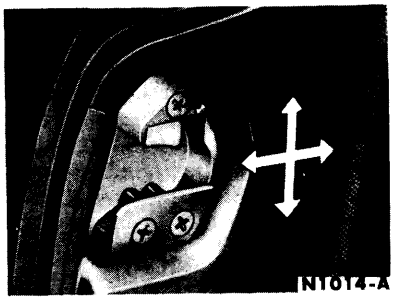

FIG. 6—Door Lock Striker Plate
2. Loosen the screws and move the striker plate **up** or **down** so that the level surface of the auxiliary plate is approximately 1/32 inch above the bottom of the roller (Fig. 6).